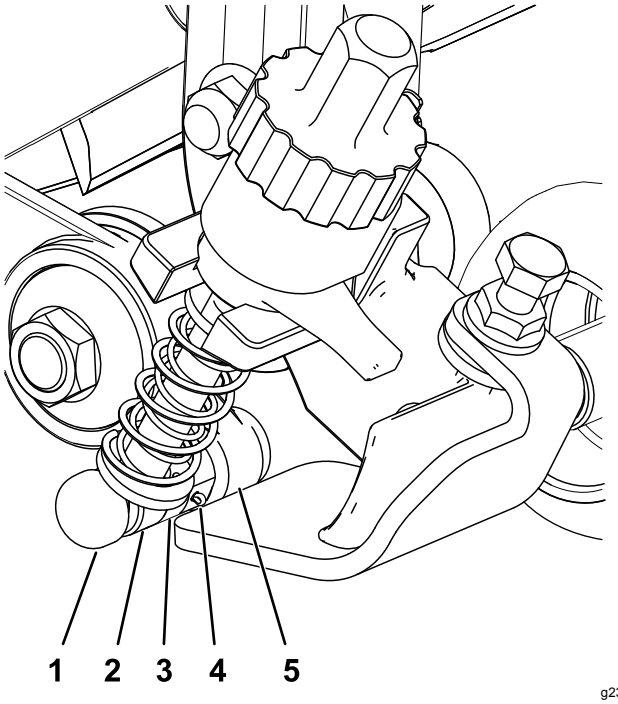

Figur 12
3. På styreremssiden – tilret justeringsarmens stang på klippehøjdebeslaget med justeringskraven på trimmeren, og fastgør den med en justeringstap og en split (Figur 12).